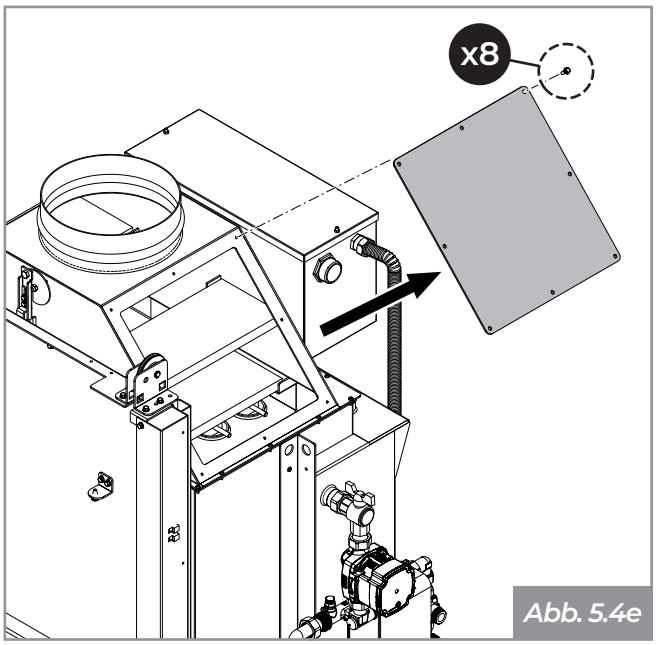

Abb. 5.4e
- Den Zugang zum Inspektionsraum der Windungen herstellen, indem man die Schrauben des Inspektionsdeckels des Rauchabzugs abschraubt, der auf der Seite des Hydraulikaggregats situiert ist **(Abb. 5.4e)**.